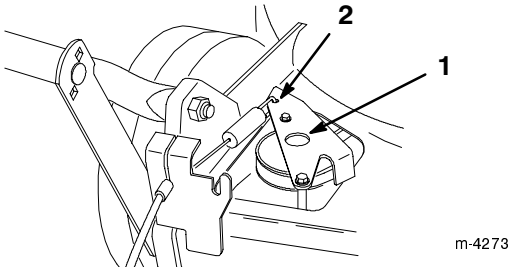

Figure 32
5. Push the drive bracket down until it contacts the lawn mower, then hold it in place (Fig. 32).